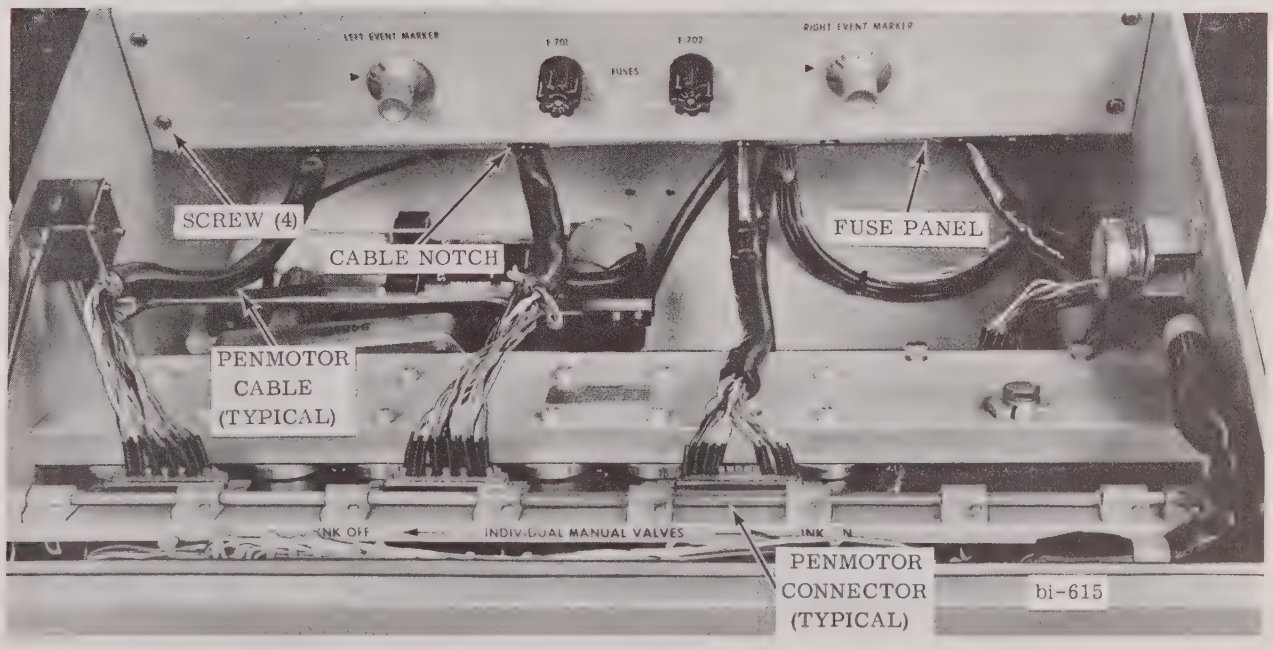

FIGURE 2-2 INSTALLATION OF VERTICAL OSCILLOGRAPH
7. Position fuse panel assembly on mounting brackets and install four screws (Fig. 2-2).